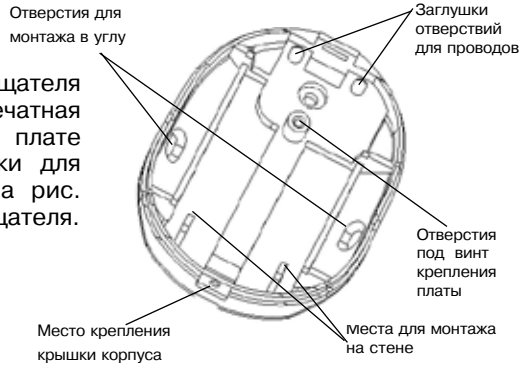

Рис. 6.7
Основными элементами извещателя являются: крышка, линза, печатная плата, основание. На печатной плате расположены контактные колодки для подключения внешних цепей. На рис. 6.7 изображено основание извещателя.
- отверните при помощи отвертки фиксирующий винт, расположенный в нижней части основания и снимите крышку извещателя (рис. 6.7);
- просверлите в основании корпуса отверстия (рис. 6.7), которые будут использоваться для прокладки проводов и крепления извещателя;